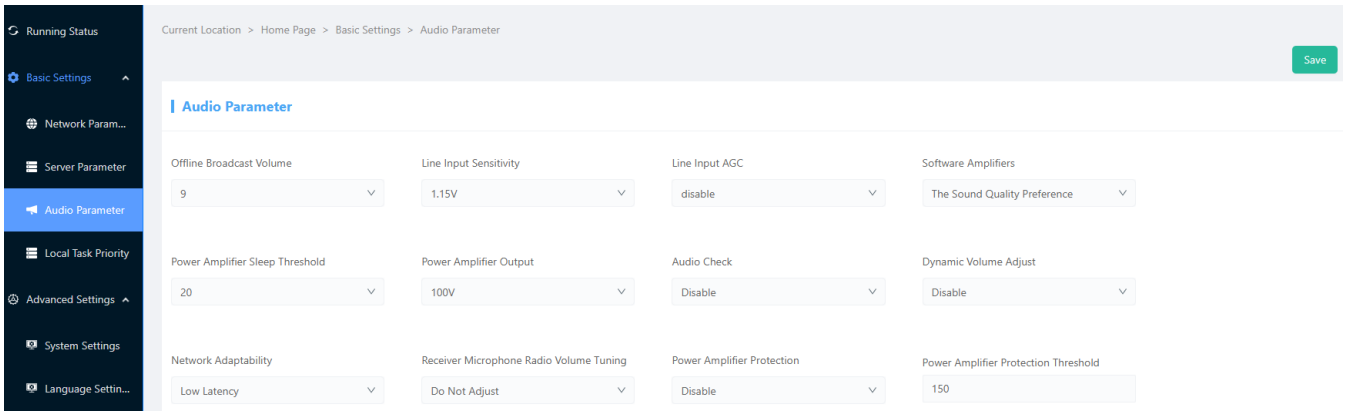

Рисунок 7 – Настройки звука
2.5.5.1 Настройки звука выполняются в меню «Basic settings / Audio Parameter» (рисунок 7).